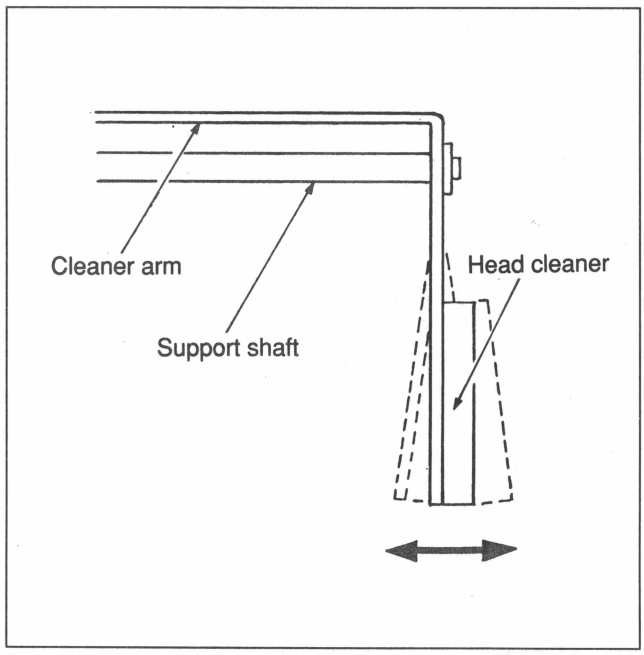

Fig. 7-24-5 Cleaner Arm Angle Adjustment
(1) Turn the manual crank to move between the threading and unthreading ends. During this operation, confirm that the cleaner arm moves smoothly, that the head cleaner (the white sponge section) makes even contact with the stationary head and that it wipes the stationary head clean as it should.
(2) If the head cleaner does not make even contact with the stationary head, adjust the angle of the cleaner arm by bending it as shown in the figure (Fig. 7-24-5). Be careful when making adjustments not to bent the support shaft.
(3) After the above steps are completed, turn power on and load a cassette tape. Move between the threading and unthreading ends two or three times and confirm that everything functions properly.